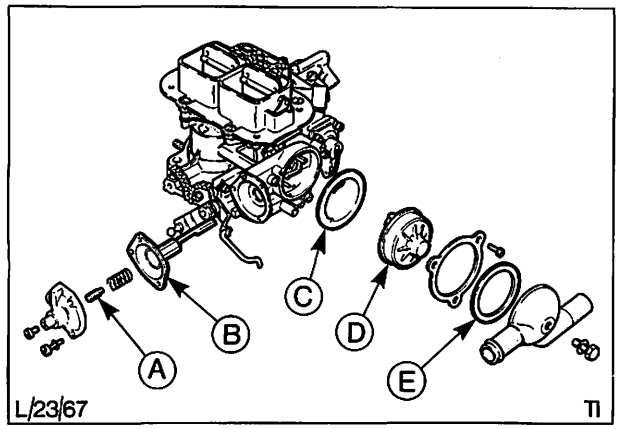

Abb. 135 Unterdruck-Membraneinheit und äußere Teile der Startautomatik zerlegt
12. Unterdruckmembran komplett einsetzen und Deckel anschrauben. Dabei darauf achten, daß die Membran vor dem Festschrauben des Deckels plattgedrückt ist, Abb. 135.